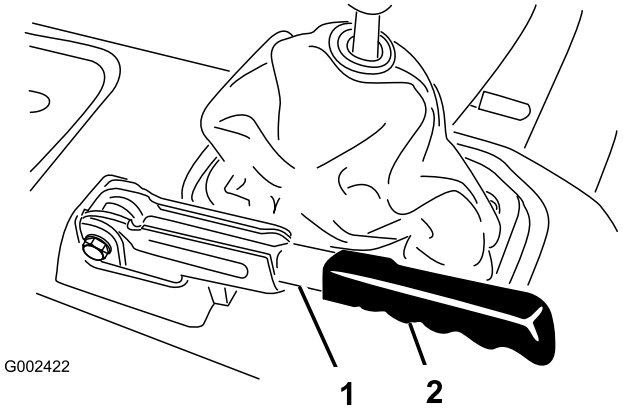

Figur 62
1. Fjern gummihåndtaket fra parkeringsbremsespaken (Figur 62).